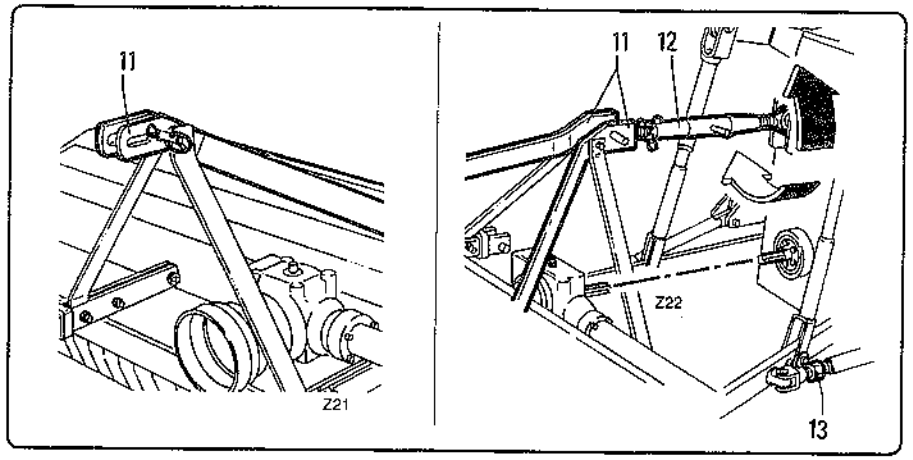

fig. 4.2.2
- *Den oberen Lenker "12" Abb. 4.2.2 an der Dreipunkt-Kupplung "11" befestigen und so einstellen, daß die Zapfwelle der Arbeitsmaschine parallel zum Boden steht.*